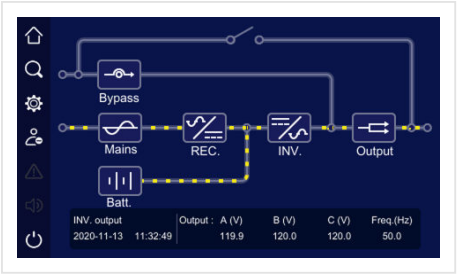

FIGURE 6-6 Step 4 — normal (inverter) mode
4. Wait about 10 s. The main page shows normal mode (Figure 6-6).
Check that the UPS is in normal mode: the main page shows the power path from Mains through the rectifier and inverter to Output (Figure 6-6); the AC/DC and DC/AC indicators are green (Figure 6-2); no icon is red and **Current faults** is not lit.